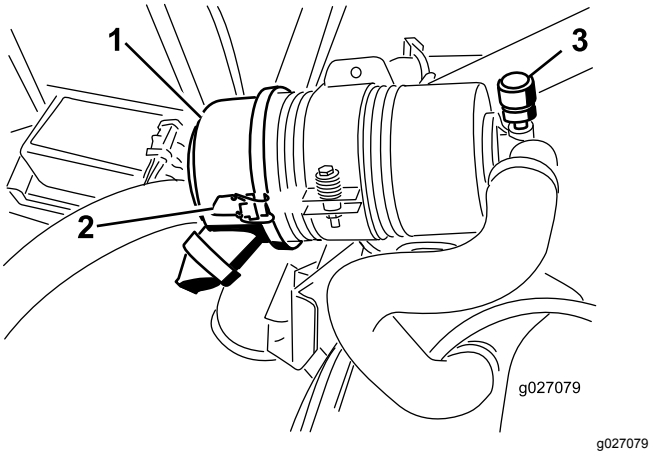

Figur 52
Overhal filteret på luftrenseren kun når indikatoren tilsier det (Figur 52). Hvis du skifter filteret før det er nødvendig, øker det bare risikoen for at det kommer inn smuss i motoren når du fjerner filteret.
2. Utløs låsene som fester luftrenserdekslet til luftrenserhuset (Figur 52).